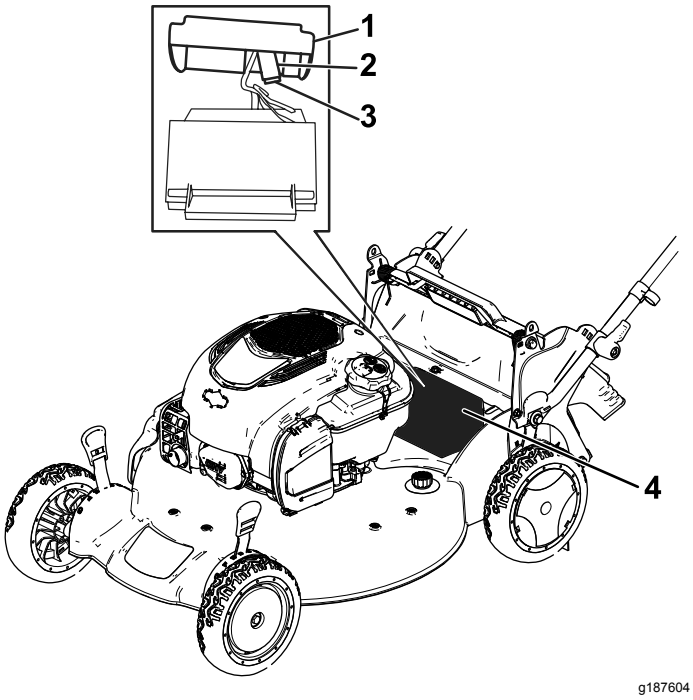

Figur 42
1. Ta bort batterifackshöljet (Figur 42).
2. Dra ut batteriet och leta reda på säkringen (Figur 42).
3. Byt säkringen i hållaren (Figur 42).
4. Montera kåpan över batterifacket (Figur 42).